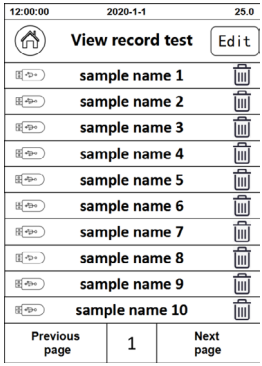

Fig. 7
7.2 Gestione dei protocolli di prova: cliccando su “Manage results” (Gestisci risultati), i protocolli di prova salvati vengono visualizzati sullo schermo (fig. 7). Selezionare i protocolli desiderati per visualizzarli, cancellarli ed esportarli tramite una chiavetta USB.